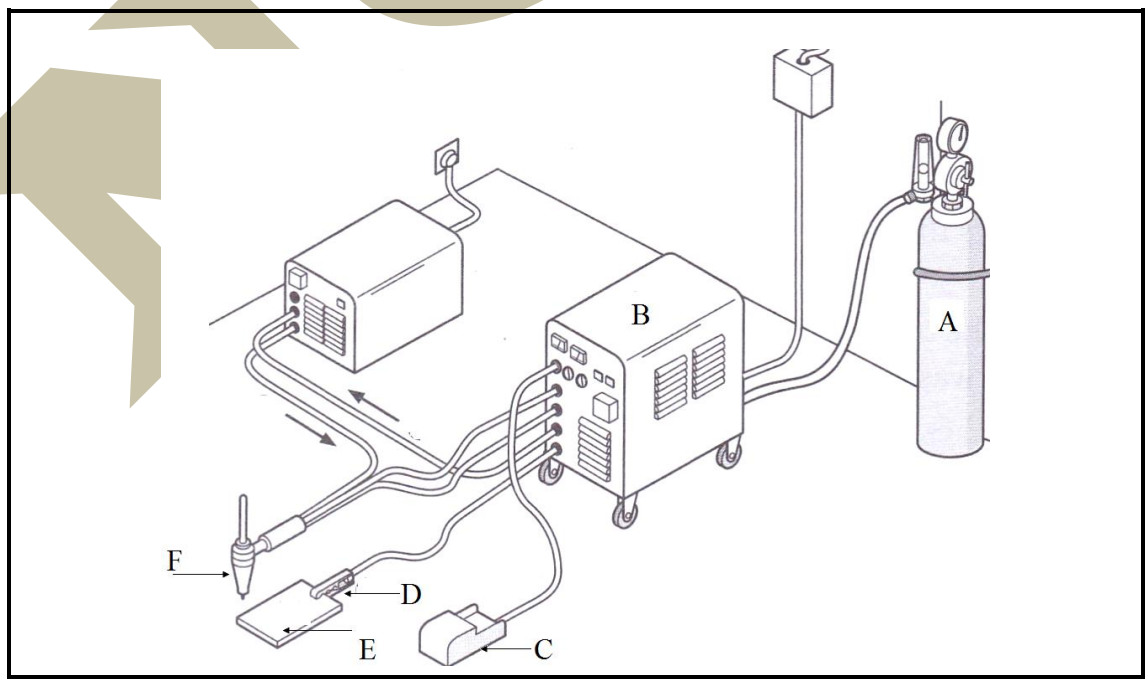

FIGURE 2 (6)
3.2 FIGURE 2 shows gas tungsten arc/tungsten inert-gas (TIG) welding equipment. Label the items marked A–F. Write only the answer next to the letter (A–F) in the ANSWER BOOK.